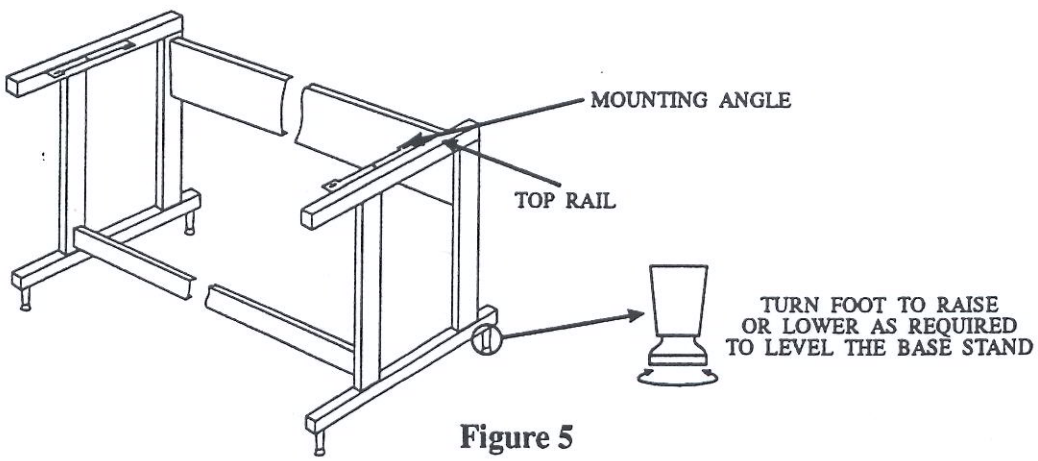

Figure 5
3. Using the slots in the mounting angle of the base stand as a template, drill pilot holes approximately 1/8 inch in diameter to a depth of 1/4 inch into the underside of the Clean Bench work surface. The base stand is shown in Figure 5.
4. Secure the Clean Bench to the base stand using six (6) # 14 x 3/4 inch screws provided. Securely tighten the screws.